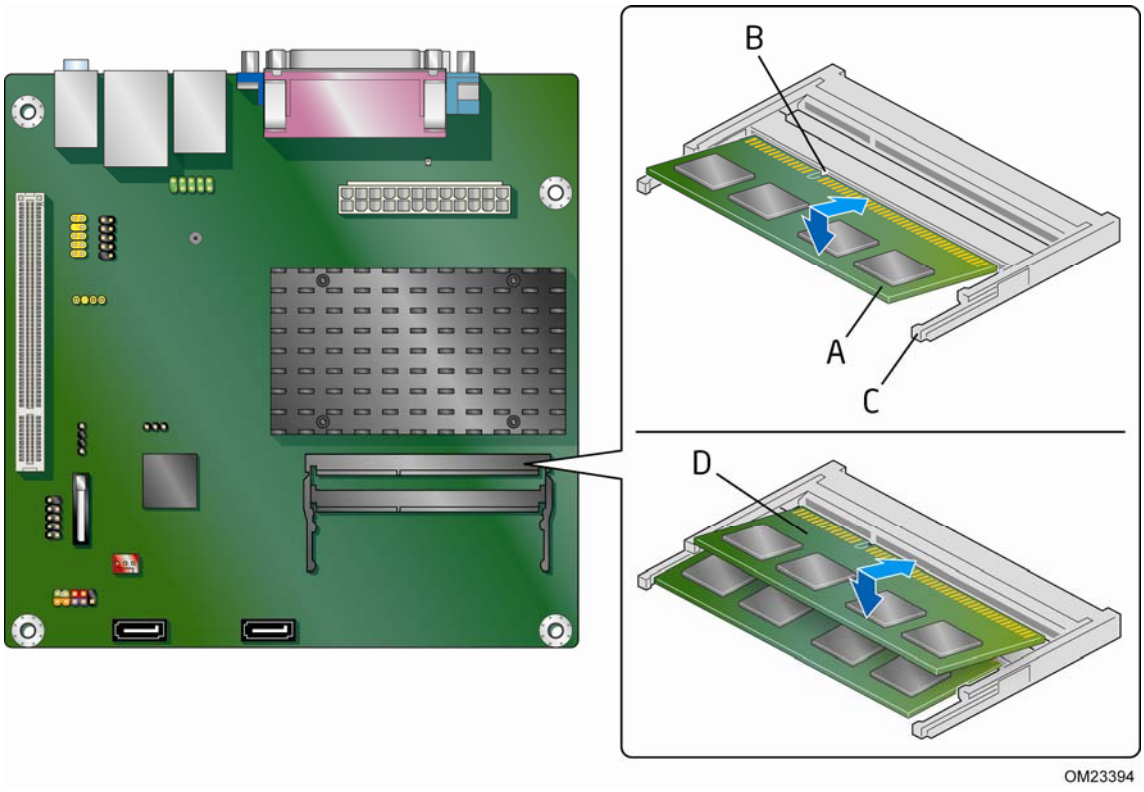

Figure 7. Installing System Memory
The Desktop Board has two 204-pin DDR3 SO-DIMM sockets that support up to 4 GB of system memory. To install system memory on the Desktop Board, see Figure 7 and follow these steps:
2. Install the first SO-DIMM (Figure 7, A) in the bottom (SO-DIMM 1) socket. Align the notch in the SO-DIMM with the key in the socket (Figure 7, B), while holding the SO-DIMM with the back edge tilted slightly upwards, insert it in the socket, and gently push the back edge down until it snaps into the retention arms (Figure 7, C).
3. If you are installing a second SO-DIMM, repeat Step 2 using the top (SO-DIMM 0) socket (Figure 7, D).
To remove an SO-DIMM from a socket, gently spread the socket's retention arms (Figure 7, C) to disengage them from the SO-DIMM.